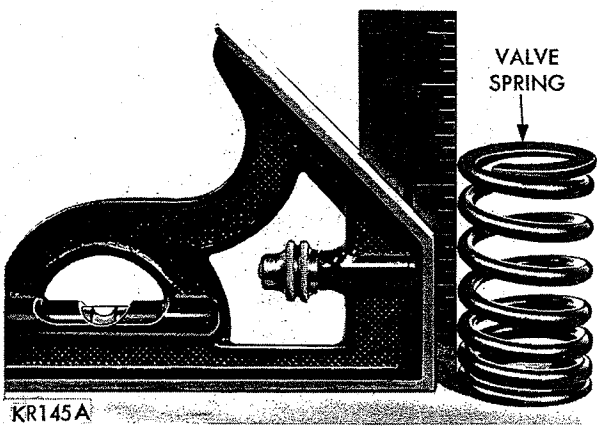

*Fig. 17—Inspecting Valve Spring Squareness*
(1) Whenever valves have been removed for inspection, reconditioning or replacement, valve springs should be tested. As an example, the compressed length of the spring to be tested is 1-5/16 inches. Turn table of Tool C-647 until the surface is in line with the 1-5/16 inch mark on the threaded stud and the zero mark to the front. Place spring over the stud on table and lift the compressing lever to set the tone device. Pull on torque wrench until ping is heard. Take reading on torque wrench at this instant. Multiply this reading by two. This will give the spring load at the test length. Fractional measurements are indicated on the table for finer adjustments. The valve springs should test 137 to 150 lbs. when compressed to 1-5/16 inches. Replace springs that do not meet these specifications.
(2) Inspect each valve spring for squareness with a steel square and surface plate, test springs from both ends, (Fig. 17).